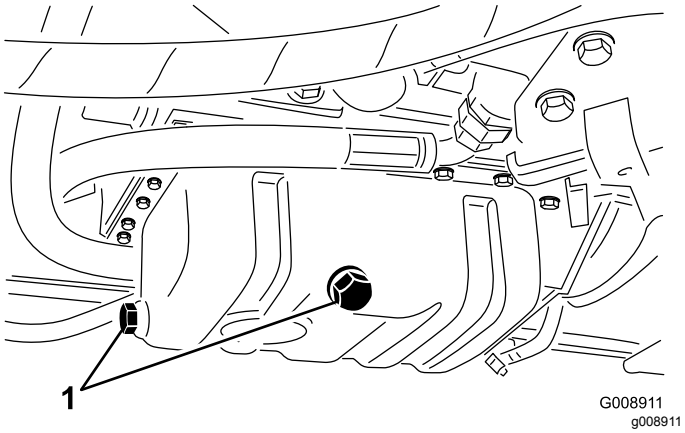

Figur 45
1. Fjern aftapningsproppen (Figur 45), og lad olien flyde over i aftapningsbeholderen.